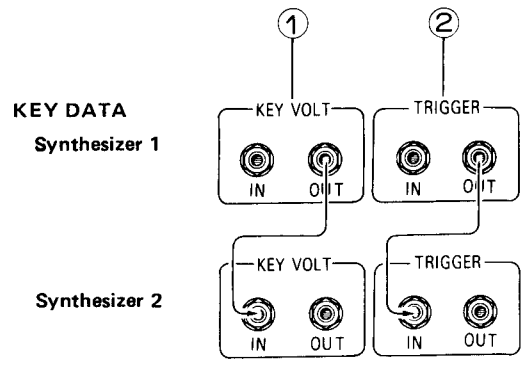

Fig. 1
- Fig. 1 shows the connections for the case of keyboard performance of Synthesizer 1, with control effected Synthesizer 2 by Synthesizer 1.